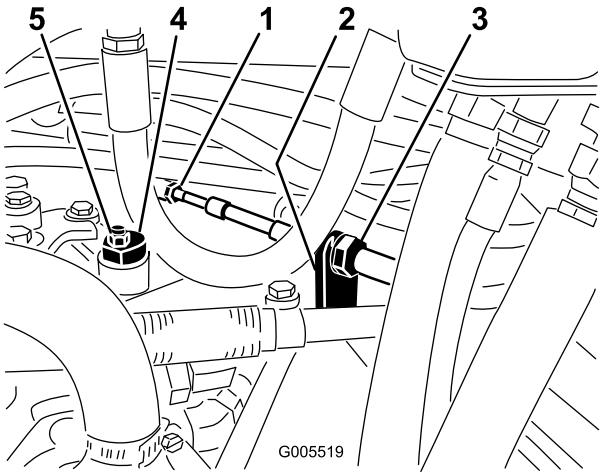

Figur 51
A. Lossa båda kontramuttrarna som säkrar drivkabeln till motorväggen på hydrostaten (Figur 51). Se till att lossa kontramuttrarna lika mycket och tillräckligt för att kunna göra en justering.
Obs: Lossa muttern som fäster excenterbulten på hydrostatens ovandel (Figur 51).
C. Vrid excenterbulten tills maskinen inte kryper i någon riktning. När hjulet slutar rotera drar du åt muttern som låser excenterbulten och justeringen (Figur 51). Kontrollera justeringen med gasen i det långsamma och snabba läget.
D. Dra åt låsmuttrarna jämnt på båda sidor om motorväggen och säkra drivkabeln på motorväggen (Figur 51). Vrid inte kabeln.